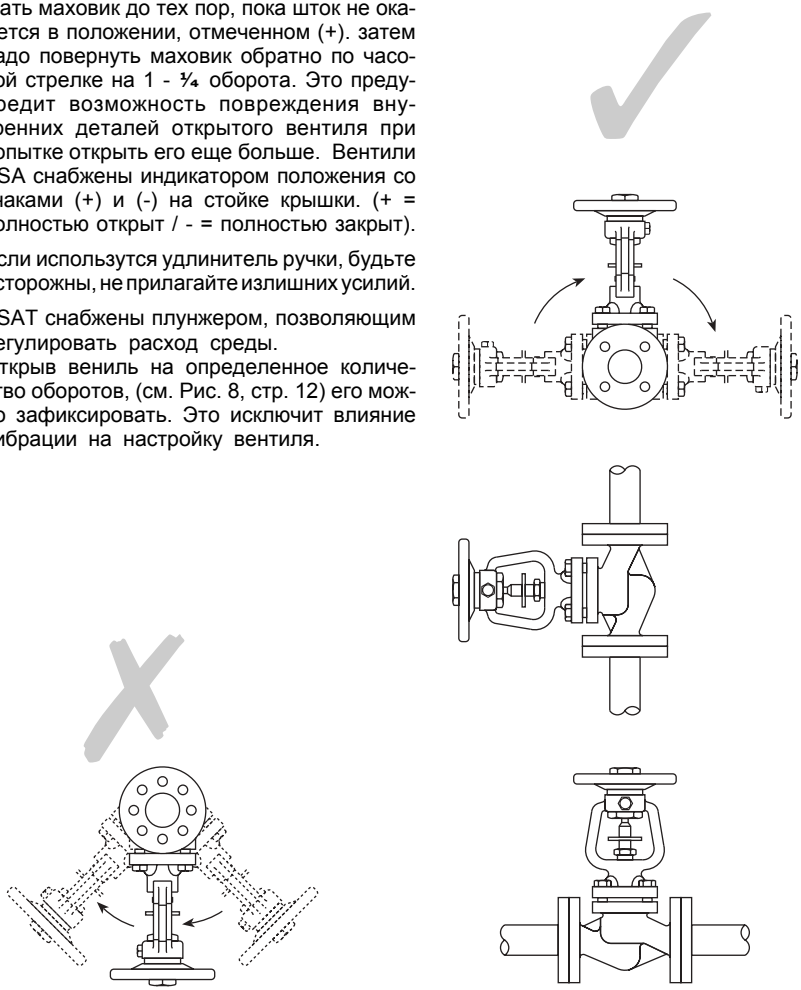

Рис. 7 **Неправильно** **Правильно**
3.3 Стрелка на корпусе вентиля должна совпадать с направлением потока среды. Предпочтительная ориентация в пространстве - шток раполагается вертикально, маховик сверху (См. Рис. 7, стр. 11).